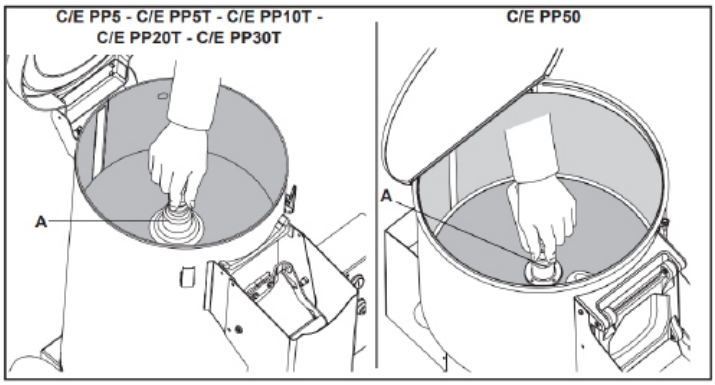

Fig. 7.
- À l’aide de la poignée appropriée (fig. 7, repère A), retirez le disque à éplucher et, en utilisant de l’eau, éliminez les résidus de pelures présents sur le disque et à l’intérieur de la cuve. N’utilisez aucun solvant ni produit de nettoyage !